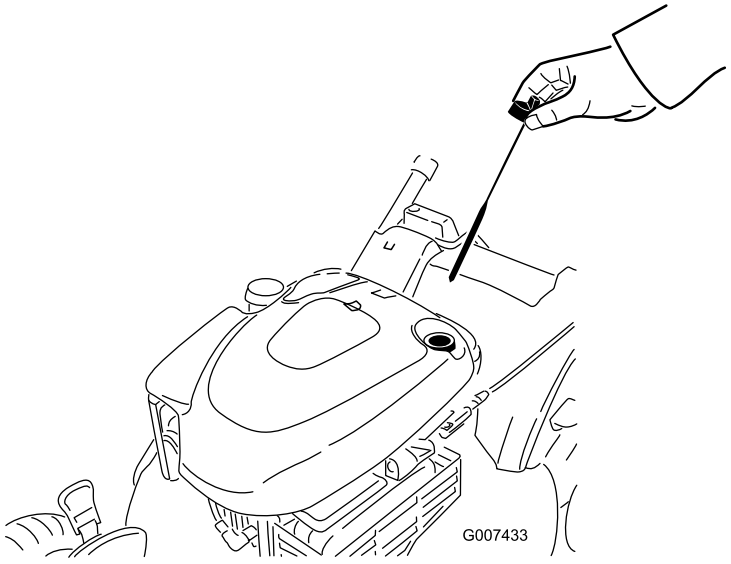

Figura 29
2. Togliete l'asta di livello (Figura 29).